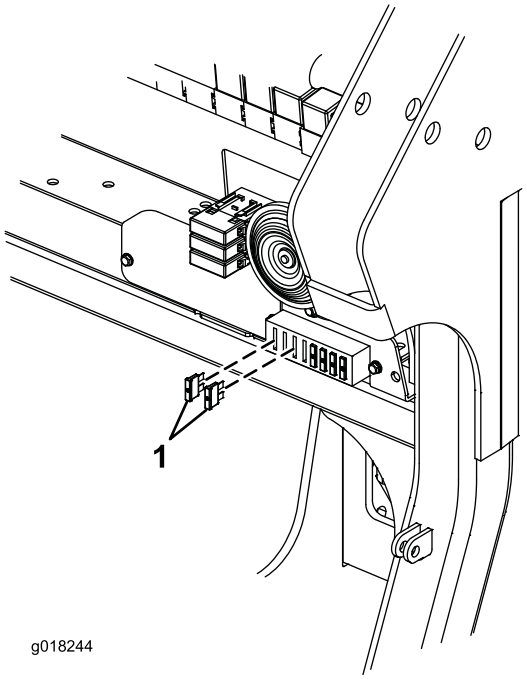

Figur 5
13. Monter (2) 15 ampere sikringer på sikringsblokken. Brug den 1. og 3. beholder fra den venstre side af sikringsblokken (Figur 5).